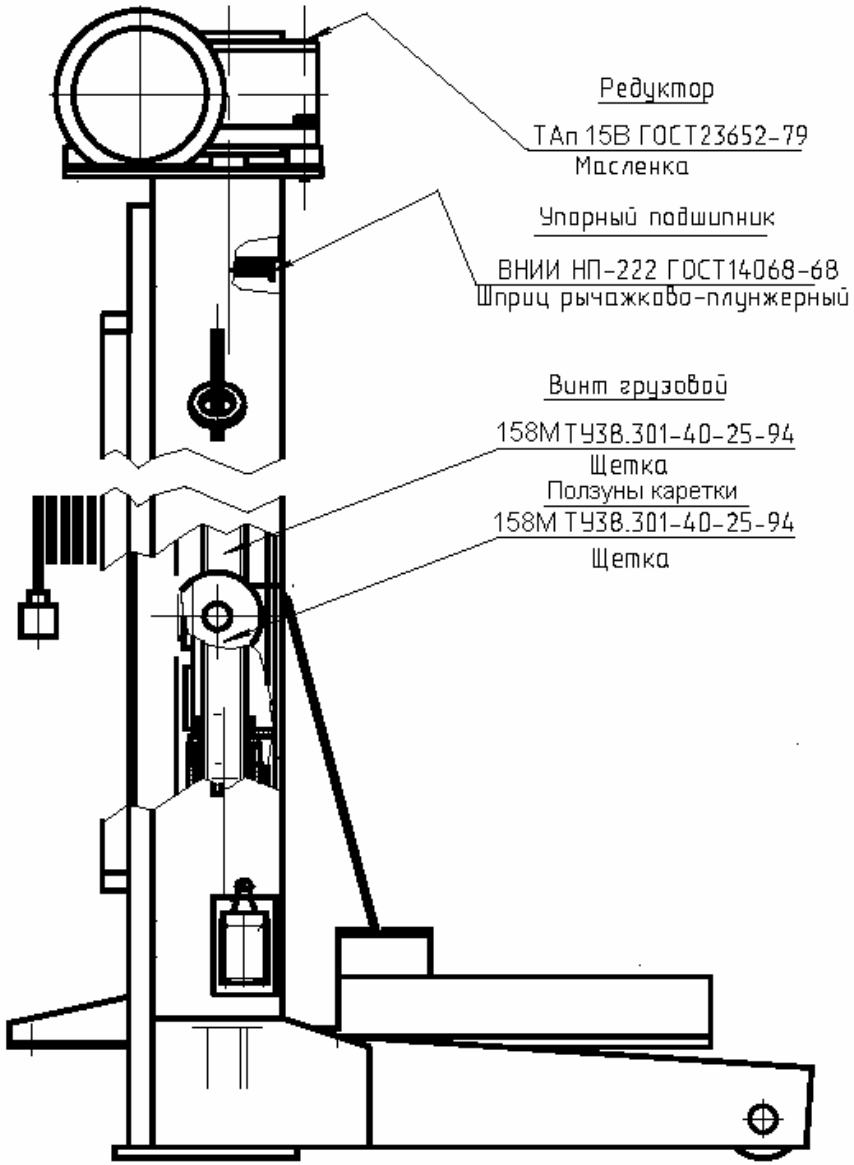

Рис. 6. Карта смазки стойки подъемника ПП-32
- произвести смазку стоек подъемника в соответствии с картой смазки (см. Рис. 6).